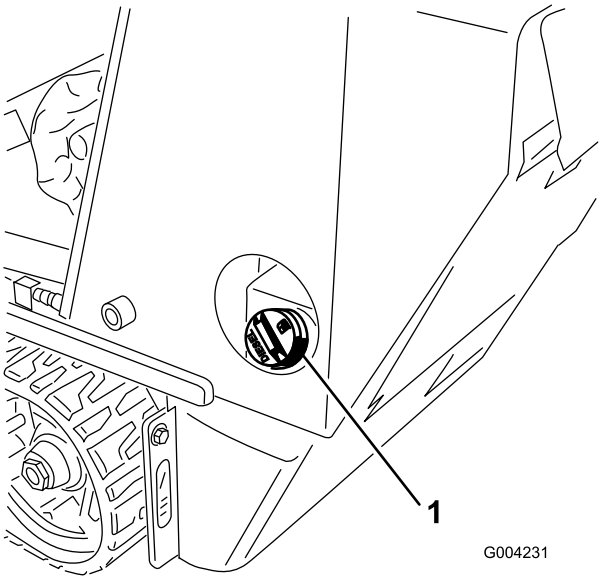

Figuur 16
1. Verwijder de dop van de brandstoftank (Figuur 16).